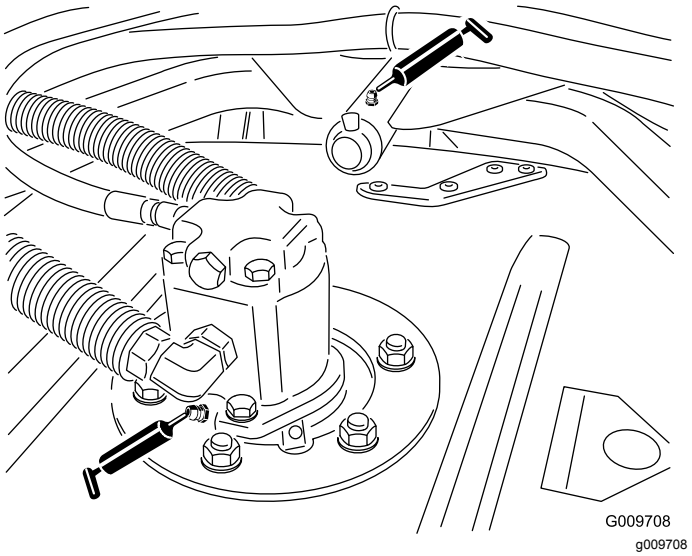

Figuur 52
- Lagers van spilas van maaidek (2 per maaidek) (Figuur 52)
- Lagerbussen van draagarm van maaidek (1 per maaidek) (Figuur 52)